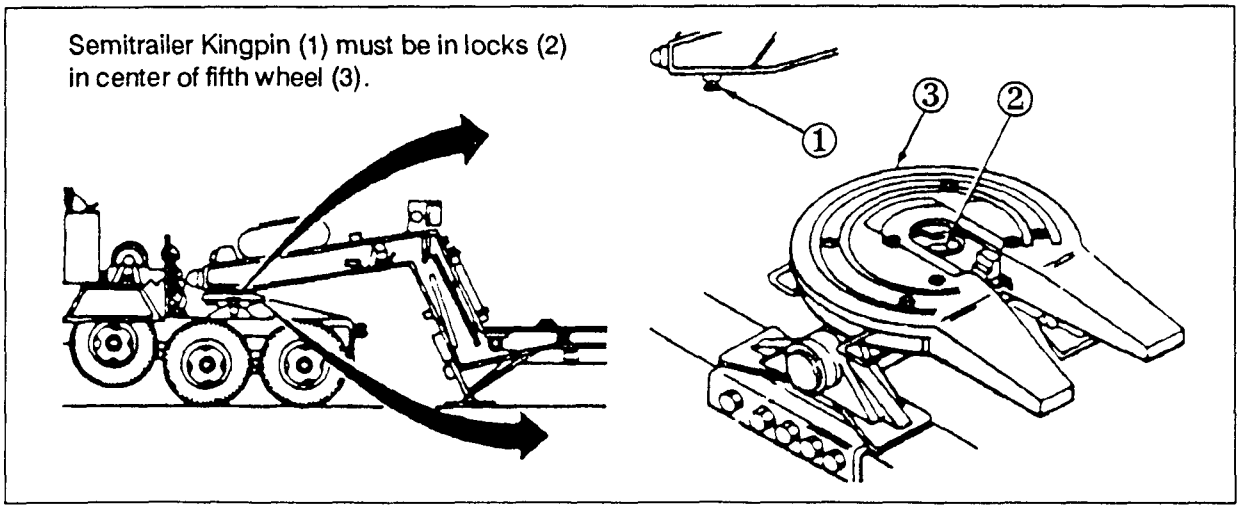

FIGURE 18-2. Coupling.
- Back the tractor up slowly and maneuver so the kingpin of the semitrailer is in line with the coupling jaws of the tractor's fifth wheel (Figure 18-2).